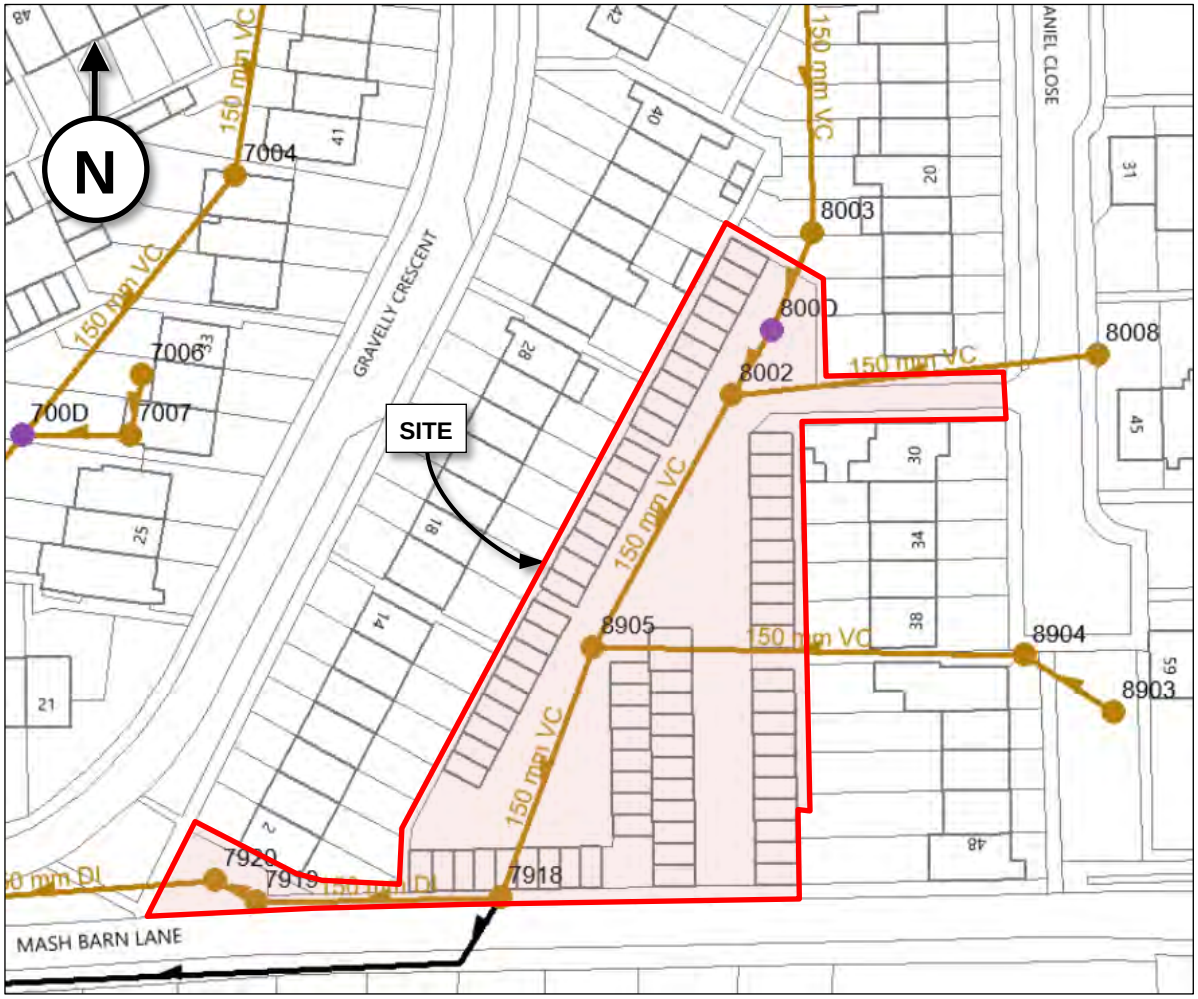

Figure 4.1 Southern Water Sewer Map extract.
4.1 Southern Water sewer records have been obtained, which show an existing 150mm diameter public foul sewer running north south within the site. Foul flows from Daniel Close discharge to this existing public foul sewer which lies at depths of between 0.7m and 1.0m. The Southern Water sewer records can be found in Appendix C, and an extract is shown below in Figure 4.1.